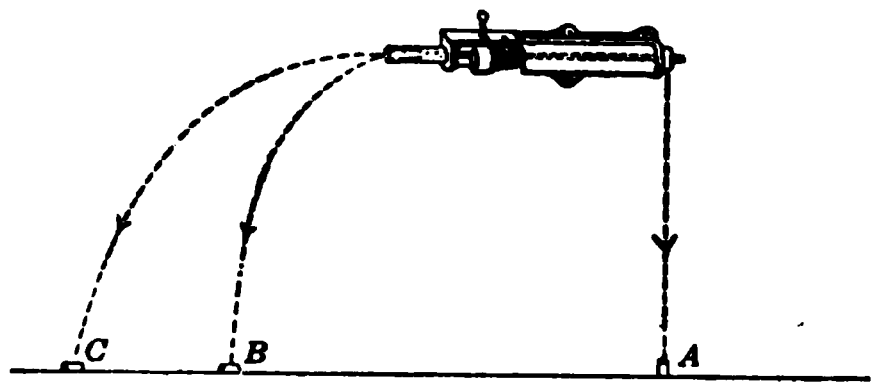

Fig. 176. Apparatus for dropping a ball and throwing another ball at the same instant.
1. By means of the apparatus shown in figure 176, one ball is dropped and at the same instant another is thrown horizontally. Which strikes the floor first?